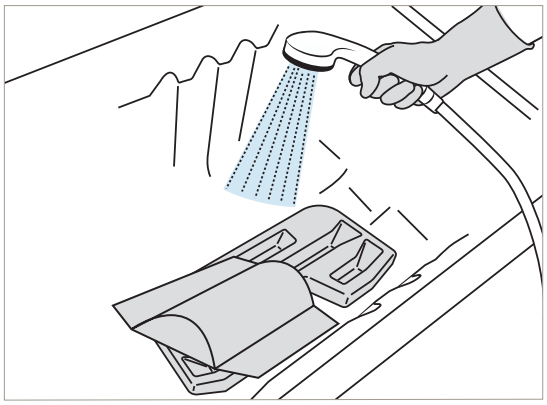

Abbildung 63
16. Spülen Sie alle Teile mit viel Wasser und mit einer Temperatur von ca. 25 °C (77 °F) ab, um alle Desinfektionsmittelrückstände zu entfernen. Siehe Abbildung 63.